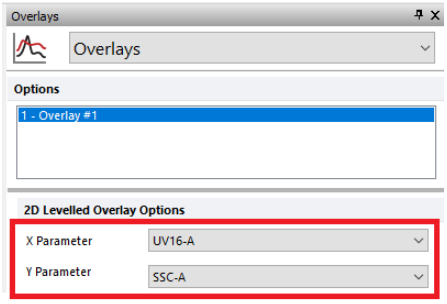

*Figure 5 - Formatting parameters for Staining Plots in Overlays dialog.*
9.) In the **Overlays** format window (see step 5) change the **X parameter** to the channel for titration measurements to define negative and positive populations and change the **Y parameter** to the Side Scatter parameter used in step 5 (*example shown in Figure 5*).